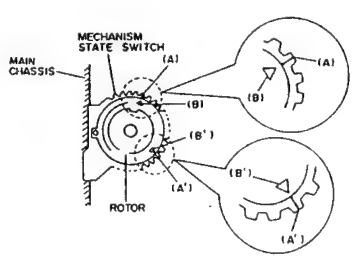

Fig. 3-1
2. PHASE MATCHING IN ASSEMBLY (Figs. 3-1, 3-2, 3-3, 3-4)
1) Align marks (A) and (A') on the mechanism state switch and marks (B) and (B') on the rotor. (See Fig. 3-1)